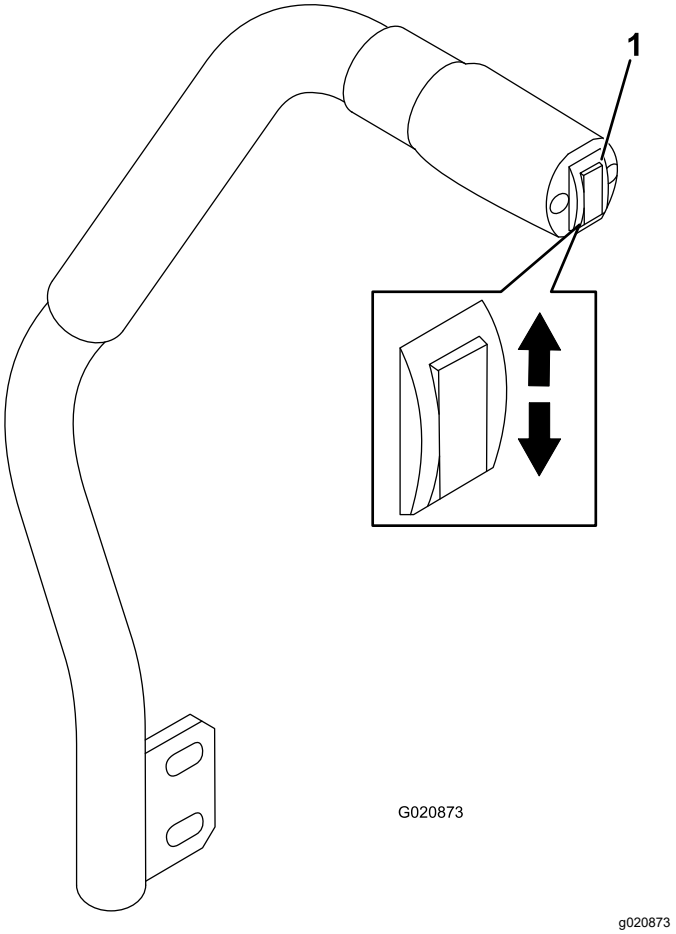

**Figuur 26**
Met de hefschakelaar kunt u de maai-eenheid opheffen en neerlaten (Figuur 26). De motor moet lopen om deze hendel te kunnen bedienen.
- Om de maai-eenheid neer te laten, duwt u de hefschakelaar naar beneden (Figuur 26).
- Om het maaidek omhoog te brengen, duwt u de hefschakelaar naar boven (Figuur 26).